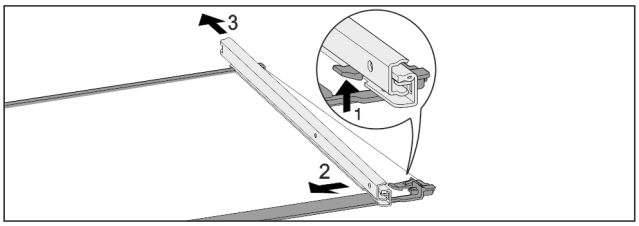

Fig. 200 Placa de sticlă cu șine
▶ Apăsați în sus cârligul de blocare frontal. *Fig. 200 (1)*
▶ Îndepărtați șinele de extragere prin împingere în lateral *Fig. 200 (2)* și spre spate *Fig. 200 (3)*.